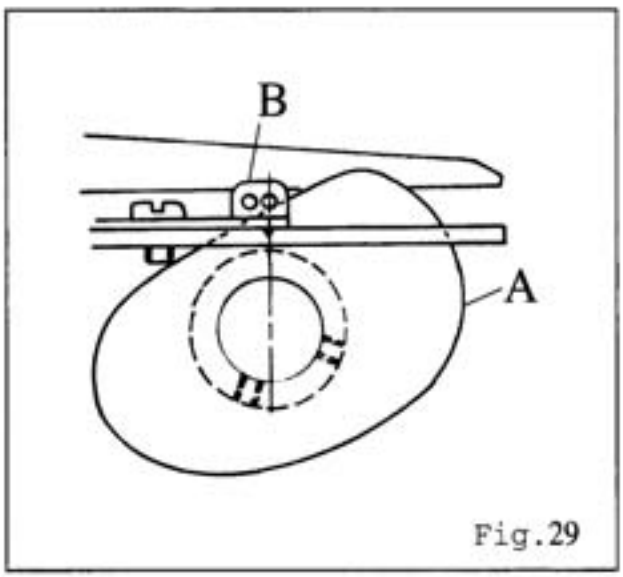

Fig.29
1. When the Needle Bar lift to the highest positon, the flat of Looper Thread Take-Up (A) touch the thread while it locates at 45 degree. The Looper Thread Take-Up should be sat at middle of channel. (Fig 29)